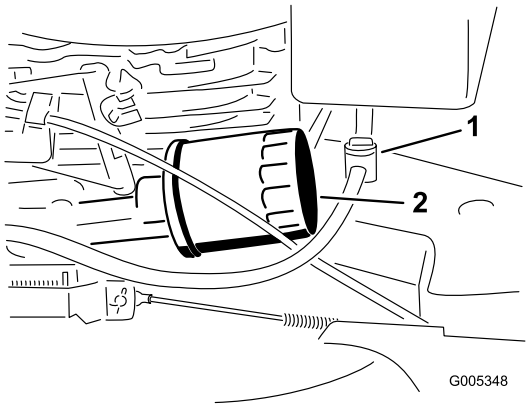

Figur 27
5. Placera en trasa under oljefiltret för att suga upp olja som kan läcka ut då du tar bort filtret (Figur 27).
3. Stäng bränslekranen (Figur 27).